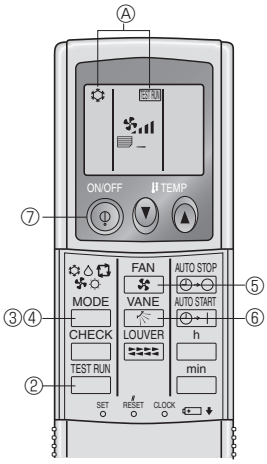

Fig. 7-5
7.2.2. Using wireless remote controller (Fig. 7-5)
① Turn on the power to the unit at least 12 hours before the test run.
② Press the TEST RUN button twice continuously.